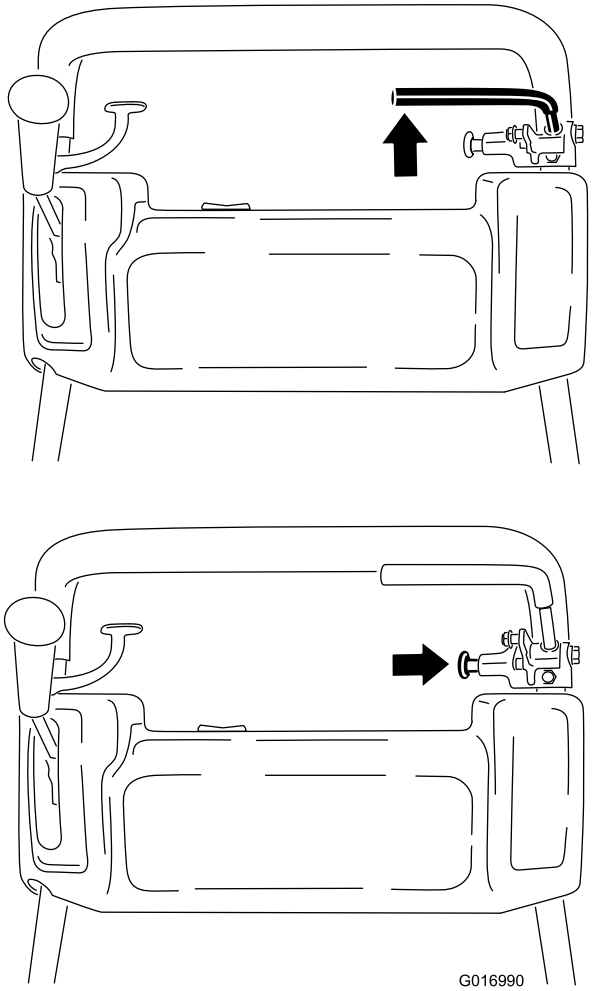

Figur 31
1. Ansätt driftsbromsen, tryck in knoppen på parkeringsbromsen och låt driftsbromsen vila på parkeringsbromsstiftet (Figur 31).